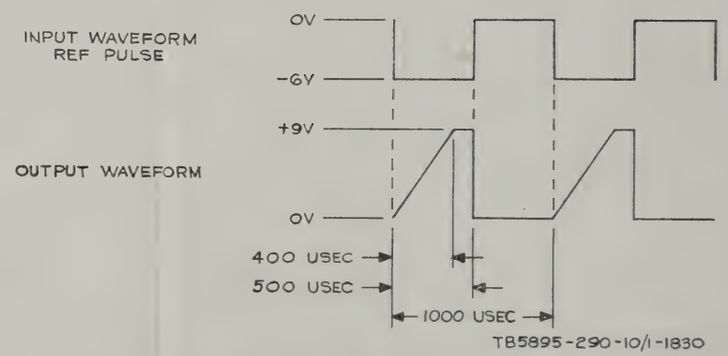

Figure 12. Azimuth curser generator card assembly 547879, waveform diagram.
o. Observe that the waveform at TP1 corresponds to the input waveform shown on figure 12.
p. Observe that the waveform at jack $\overline{C}$ and TP4 corresponds to the output waveform shown on figure 12. If the amplitude of the output waveform is not +9V, adjust it to +9V by means of AZIMUTH CURSOR AMPLITUDE control R27.